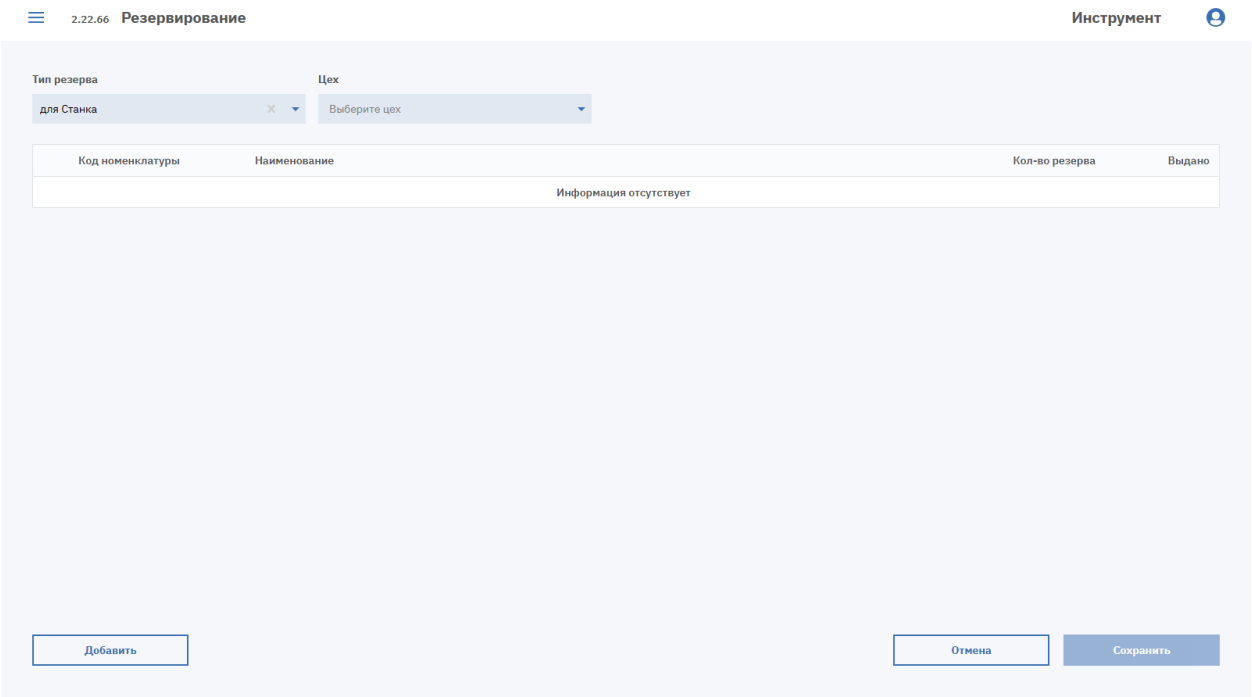

Рисунок 163. Карточка нового резерва (тип «для Станка»)
3. Заполните поля, обязательные для выбранного типа (см. Таблицу 7). Поля появляются справа от поля «Тип резерва» по мере заполнения: сначала «Цех», после его выбора – следующее поле (см. Рисунок 163).